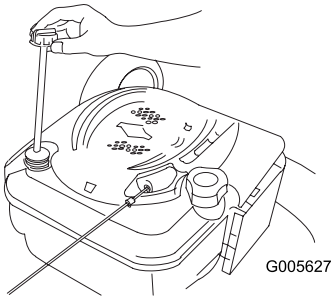

Figuur 31
1. Verwijder de peilstok (Figuur 31).